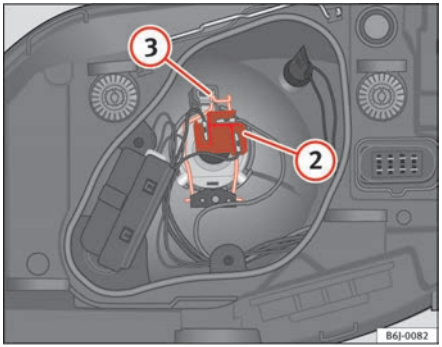

Fig. 140 Dipped beam / main beam, single light
– Remove the connector ⇒ page 214, fig. 140 (2) from the bulb.
– Unclip the retainer spring ⇒ page 214, fig. 140 (3), pressing inwards to the right.